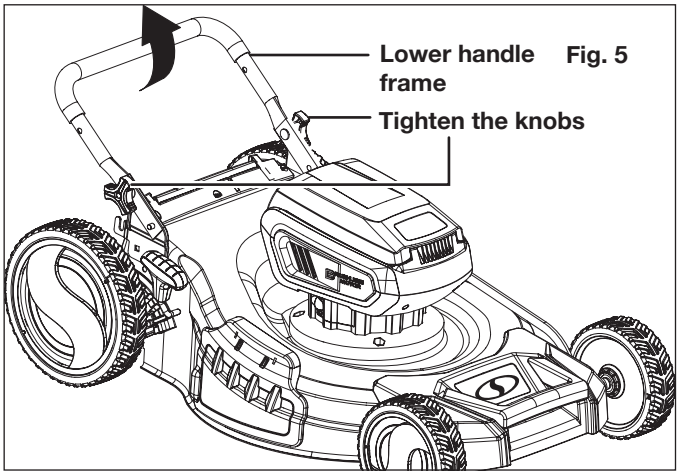

Fig. 5
1. The unit arrives with the lower handle frame in the storage position and the upper handle detached. Lift the lower handle to the desired height and tighten the preassembled knobs (Fig. 5).